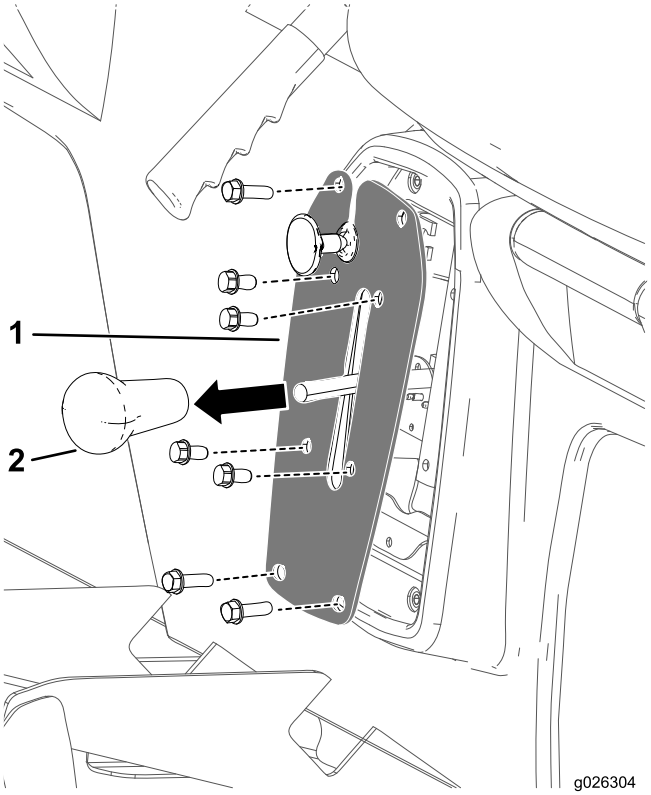

Figura 49
1. Rimuovete la manopola dalla leva del cambio (Figura 49).
2. Rimuovete i 4 bulloni che fissano la piastra del cambio alla staffa del cambio (Figura 49).
3. Rimuovete i 4 bulloni che fissano la piastra del cambio alla base del sedile e rimuovete la piastra del cambio (Figura 49).
4. Avvitate la manopola della leva del cambio e serratela manualmente (Figura 49).